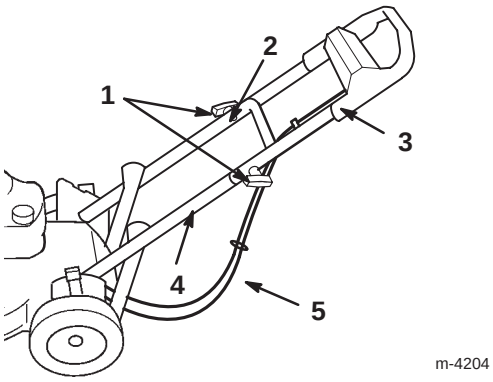

Figur 3
2. Konturhåndtagsbolt (2)
6. Sørg for, at kablerne føres under og bag om den nederste del af håndtaget som vist i figur 3.